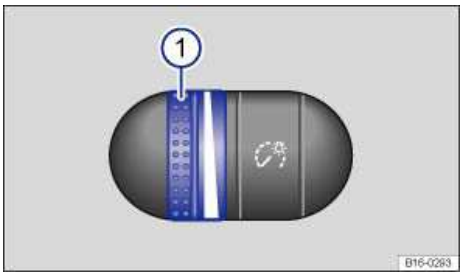

Fig. 75 To the left of the steering wheel: Thumbwheel to adjust instrument panel lighting 1.
When the lights are on, the brightness of the instrument panel lighting is adjusted by turning the thumbwheel ⇒ fig. 75 (1).